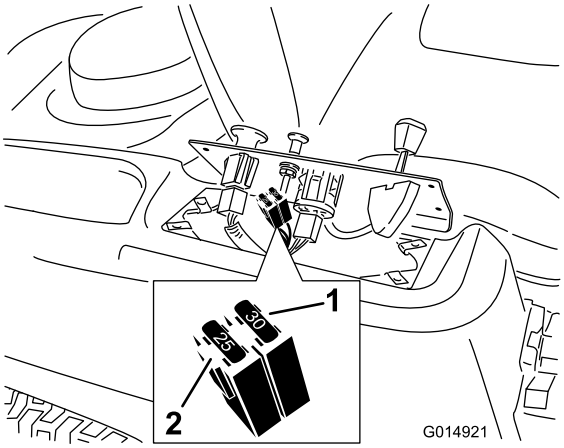

Figur 49
2. Løft kontrolpanelet op, så der opnås adgang til hovedledningsnettet og sikringsblokken (Figur 49).
3. En sikring udskiftes ved at trække den ud af sikringsdåsen (Figur 49).